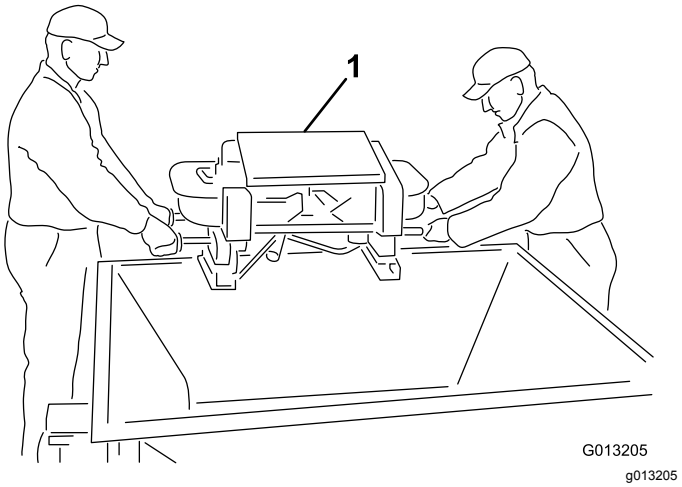

Figur 5
4. Løft dobbeltspinneren ut av beholderen ved hjelp av dobbeltspinnerens ytre håndtak, og plasser dobbeltspinneren på bakken (Figur 5).